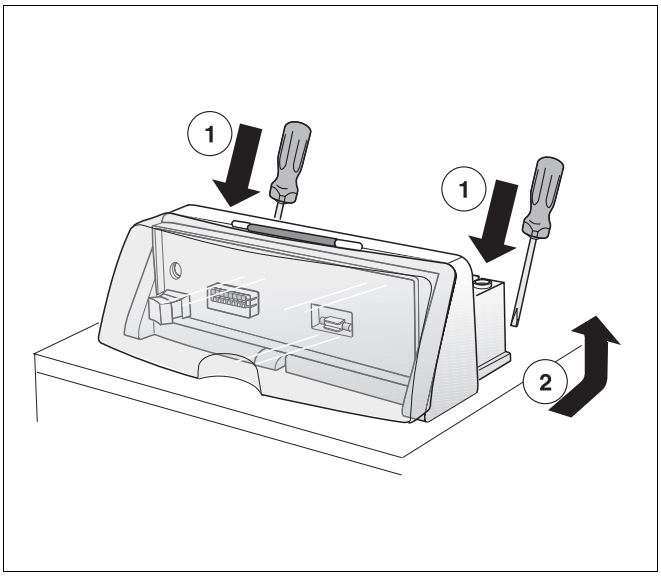

Abb. 5 Regelgerät vom Heizkessel abnehmen
- Rasthaken mit Schraubendreher entriegeln (Abb. 5).